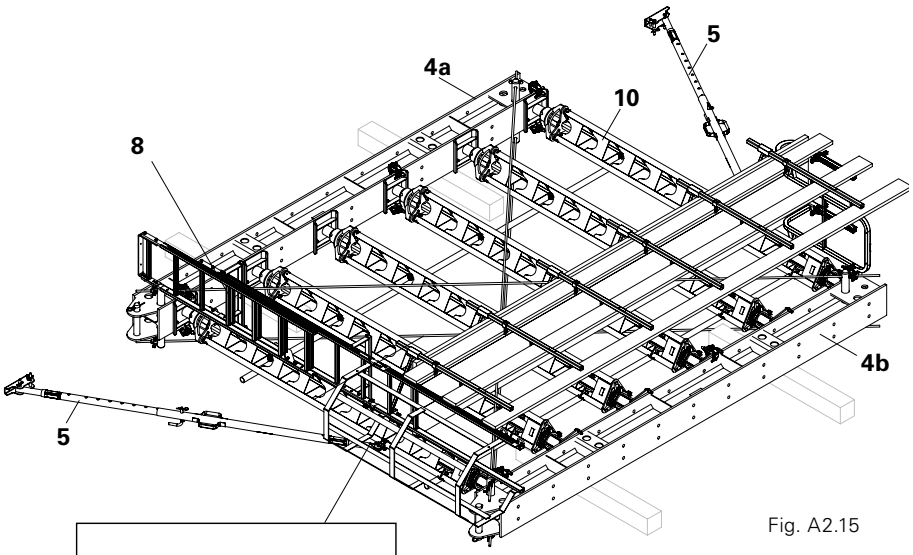

Fig. A2.15
1. Fix Brace Connector HDR (5.1) to prop chord of the HD Prop (10) using a coupling. (Fig. A2.15/A2.15a)
2. Fix Push-Pull Props (5) with bolts and cotter pins. (Fig. A2.15/A2.15a)